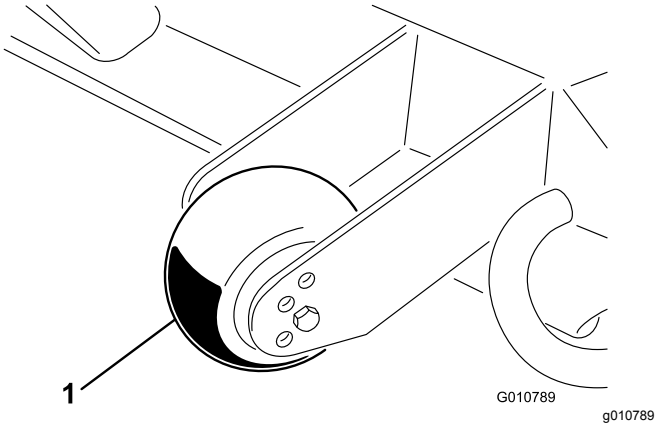

Figuur 12
1. Verwijder de inbusbout en de moer waarmee het maatwiel is bevestigd aan de beugels van het maaidek (Figuur 12).